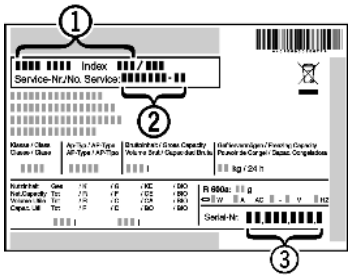

Fig. 7
- ▶ Наименование устройства *Fig. 7 (1)*, сервисный № *Fig. 7 (2)* и серийный № *Fig. 7 (3)* считайте с заводской таблички. Заводская табличка находится внутри устройства слева.
- ▶ Обратитесь в сервисную службу и сообщите вид неисправности, наименование устройства *Fig. 7 (1)*, сервисный № *Fig. 7 (2)* и серийный № *Fig. 7 (3)*.